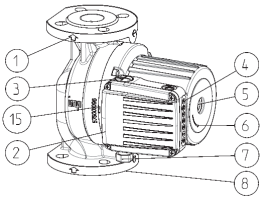
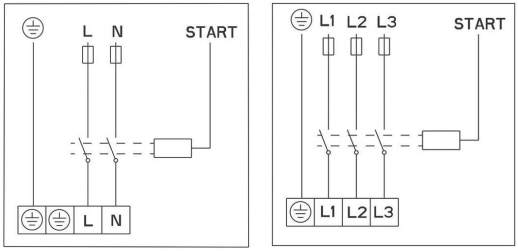

Fig.1
Fig. 3
- Pompa trebuie să fie montată în sistemul de conducte cu axa pompei 1-1 în poziție orizontală (Fig. 3).
- Direcția debitului de apă din pompă trebuie să se potrivească cu direcția indicată de săgeata de pe carcasa pompei (Fig.1-POS.1).
- Flanşele de racord sunt proiectate pentru presiunea nominală NP 6/10 (Fig.1 – POS.8)
- Pompele GHN (basic, auto), GHNM (basic, auto) au o singură carcasă hidraulică (Fig.1 – POS.8).
Carcasa hidraulică a pompei poate fi izolată numai până la fanta dintre motor şi carcasa hidraulică. Deschiderile pentru scurgerea condensului trebuie să rămână neacoperite pentru a permite drenarea din carcasa statorului. În mod similar, aceleaşi deschideri trebuie să fie descoperite şi la sistemele de încălzire, când se va efectua numai izolarea termică a carcasei hidraulice (Fig. 1, 2, POS. 15). Carcasa motorului electric, pe care sunt dispuse deschiderile pentru drenarea condensului, nu trebuie să fie izolată în nici un caz!
Cablajul trebuie conectat prin intermediul unei presetupe de cablu M20 (Fig.1 – POS.7).
Conexiunile electrice ale pompei trebuie efectuate în conformitate cu diagrama de conexiuni (Fig. 3) ataşată pe spatele capacului motorului. Înainte de a face acest lucru, desfaceți capacul superior (Fig.1 - POS. 2).
La pompele de tip GHN (basic, auto), GHND (basic, auto), GHNMD (basic, auto), GHNMD (basic, auto) rotorul este imersat şi dotat cu lagăre speciale gresate cu apă. Înainte de a pune pompa în funcțiune, aceasta trebuie umplută cu apă şi dezaerată. Dezaerați pompa prin desfacerea şurubului de la spatele motorului electric (Fig.1-POS.5). Aerul va ieşi prin fanta dintre arborele motorului şi lagăr. Când apa începe să curgă pe aici, închideți vanele atât la partea de aspirație cât şi de refulare a pompei. Porniți pompa şi verificați direcția de rotație a axului. În cazul unei direcții de rotație greşite, va începe să clipească un bec cu lumină roşie.
Deconectați pompa de la curent, închideți vanele de pe ambele părți ale pompei (aspirație şi refulare), deşurubați şurubul de la orificiul de dezaerare, plasați şurubelnița (Fig.1-POS.5) în canelura arborelui şi răsuciți atât cât permite forța de frecare. Apoi înşurubați înapoi şurubul de la orificiul de dezaerare.